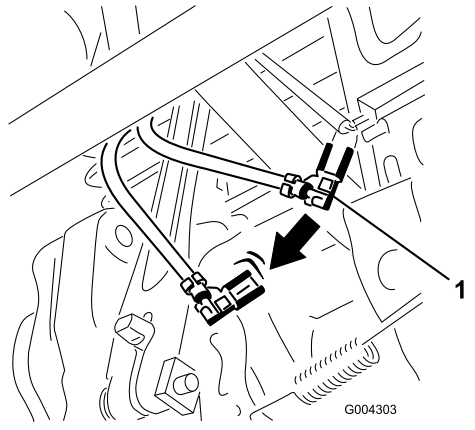

Bild 19
6. Klemmen Sie den grünen Erdungsdrahtclip unter dem Gasbedienungshebel ab (Bild 19).